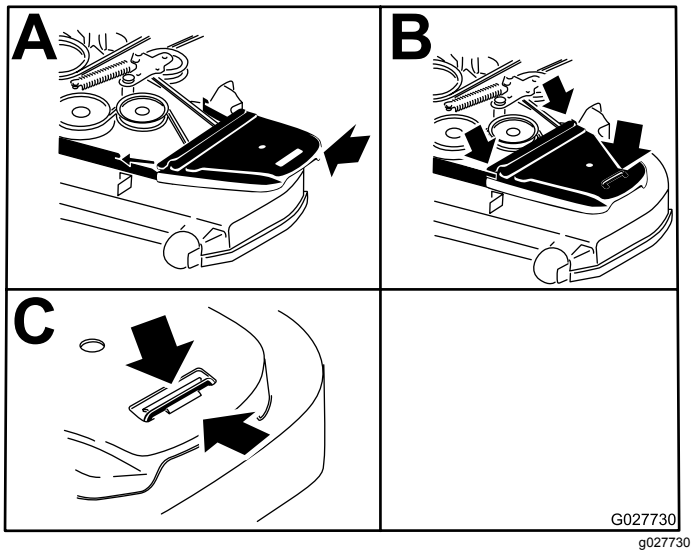

Figur 96
13. Sätt tillbaka remkåporna (Figur 96).